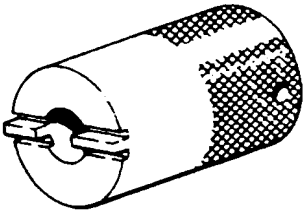

Figure 43. 6796735 Oil Screen Spanner Wrench
b. Torque bolts 70–75 lb in. and lockwire in pairs. (QA)
d. Torque nuts 74–89 lb in. (QA)
e. Install scavenge oil screen assembly into body assembly. Tighten screen assembly using 6796735 fingertight using 6796735 spanner wrench (figure 43). (QA)
g. Torque plug 240–300 lb in. and lockwire to lug on body assembly. (QA)